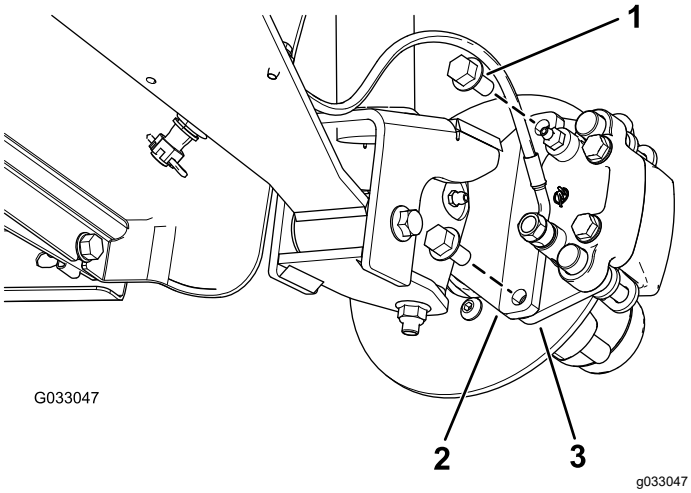
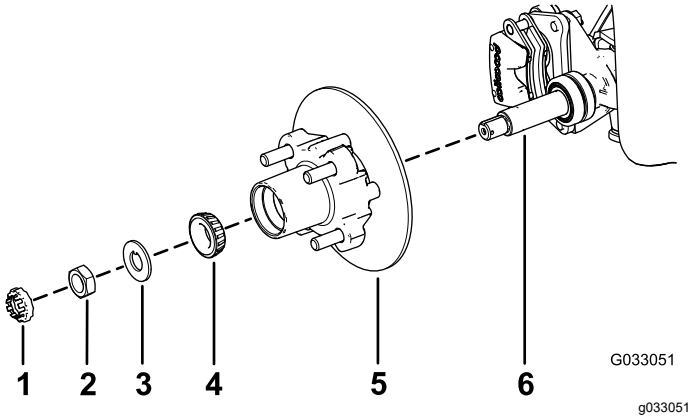

Figuur 23
Figuur 27
3. Verwijder de flenskopbouten (⅜" x ¾") waarmee de beugel voor de rem is bevestigd aan de as en verwijder de rem van de as (Figuur 23).
1. Breng een laagje van het aanbevolen smeermiddel aan op de as (Figuur 27).
2. Monteer de naaf en de rotor op de as met de rotor aan de binnenkant (Figuur 27).
3. Monteer het buitenste lager op de as en plaats het lager in de buitenste loopring (Figuur 27).
4. Monteer het borgplaatje op de as (Figuur 27).
5. Draai de asmoer op de as en zet de moer vast met een torsie van 15 N·m terwijl u de naaf draait om het lager te plaatsen (Figuur 27).
2. Lijn de remblokken aan beide zijden van de rotor (Figuur 23) en de openingen in de beugel van de remklauw uit met de openingen in de rembevestiging van het asframe (Figuur 27).
3. Bevestig de beugel van de remklauw aan het asframe (Figuur 23) met de 2 flenskopbouten (⅜" x ¾").